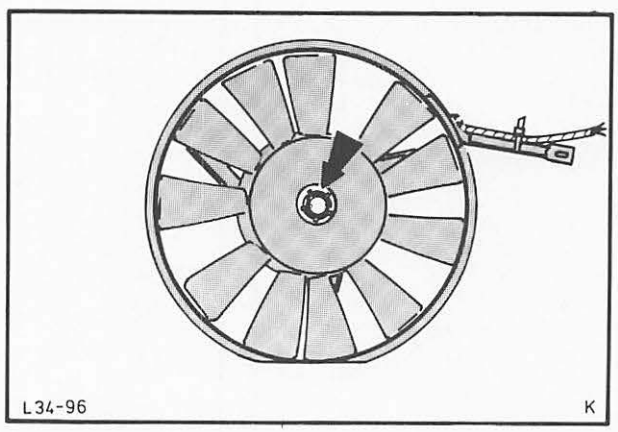

Abb. 71 Lüfter vom Lüftermotor abbauen
4. Lüfter vom Lüftermotor abbauen, Abb. 71 (1 Mutter **LINKSGEWINDE!**), und Motor vom Halter abbauen (3 Schrauben).